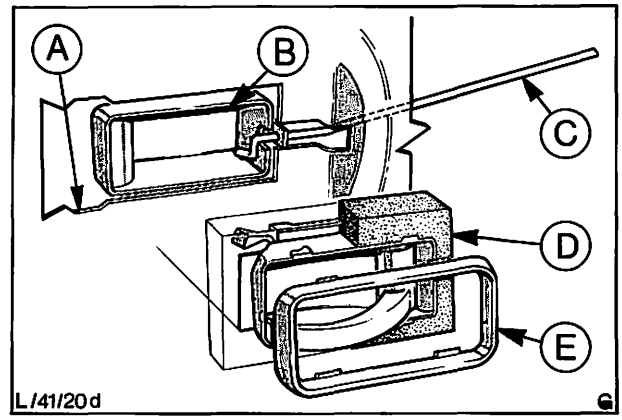

Abb. 47 Einzelteile – Türöffnungshebel innen
1. Hinterkante des Zierrahmens – Türöffnungshebel anheben und gleichzeitig Rahmen nach vorne schieben, damit die Krallen aus den Schlitzen frei werden. Sobald die Krallen frei sind, kann der Rahmen abgehoben werden, Abb. 47.